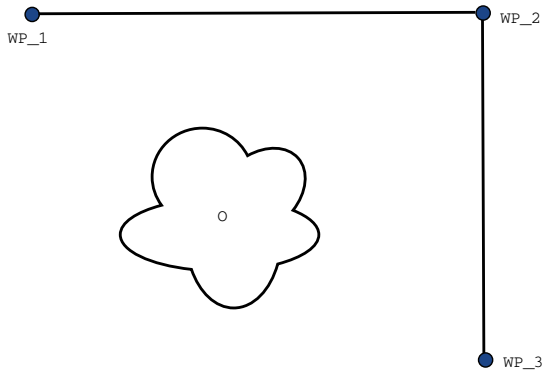

图 14.2: WP_1：初始位置，WP_2：通过点，WP_3：拾取位置，O：障碍物。
示例 以一个拾取和放置应用为例（参见图 14.2），在这里，机器人当前位于路点 1 (WP_1)，它需要在路点 3 (WP_3) 拾取一个对象。为避免与物体和其它障碍物 (O) 发生碰撞，机器人必须从路点 2 (WP_2) 的方向接近 WP_3。因此引进三个路点来创建一个满足要求的路径。